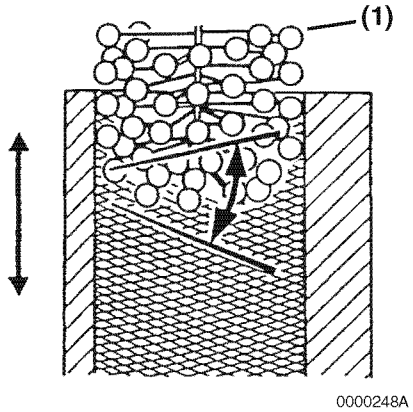

Figure 6-128
Note: When honing a cylinder, with either a ridged hone or a ball hone **(Figure 6-128, (1))**, move the rotating hone up and down in the cylinder bore to accomplish a 30° to 40° crosshatch pattern **(Figure 6-128)**. This will provide the ideal surface for the proper seating of new piston rings.